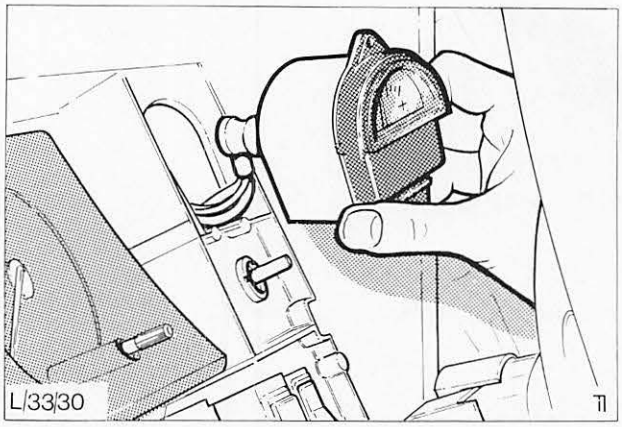

Abb. 18 Amperemeter ausbauen
2. Kabel abklemmen und Amperemeter ausbauen, Abb. 18.